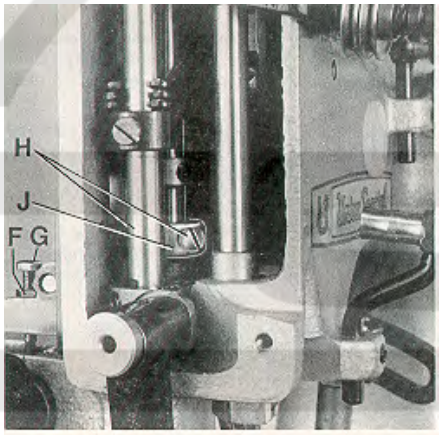

Fig.22
For setting the small gap between the feed dogs loosen nut (F, Fig. 22). Turning in screw (G) increases the gap, turning it out decreases the gap. Retighten nut (F).
For adjustment loosen the two screws (H, Fig. 22) and raise the supporting yoke (J) when the upper feed dog should lift more, or lower it when it should lift less. Retighten screws (H).
Zum Einstellen des Luftspalts zwischen den Transporteuren lösen Sie die Mutter (F, Fig. 22). Eindrehen der Schraube (G) vergrößert den Luftspalt, Herausdrehen verkleinert ihn. Ziehen Sie die Mutter (F) wieder an.
Zum Einstellen lösen Sie die beiden Schrauben (H, Fig. 22) und stellen das Stützlager (J) höher, wenn der Obertransporteur mehr oder tiefer, wenn er weniger abheben soll. Ziehen Sie die Schrauben (H) wieder an.